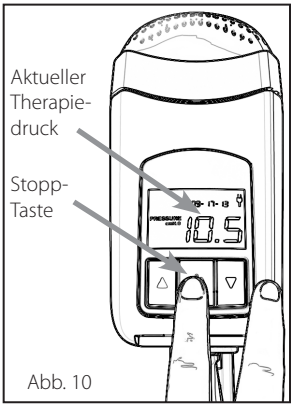

Abb. 10
1. Betätigen Sie die ***Start/Stopp-Taste*** am *Z1*, um die Therapie mit der programmierten Einstellung zu starten. Die Anzeige des Therapiedrucks zeigt den jeweils gelieferten Druck an. Wenn der Rampenmodus programmiert ist, wird der Rampenstartdruck angezeigt, sobald die ***Start/Stopp-Taste*** gedrückt wird, und der angegebene Druck steigt, wenn das *Z1* nach oben zum verordneten Therapiedruck Rampet. Falls der falsche Druck angezeigt wird, wenden Sie sich an Ihren Gesundheitsdienstleister, bevor Sie mit der CPAP- oder Auto-CPAP-Therapie beginnen. (Abb. 10)